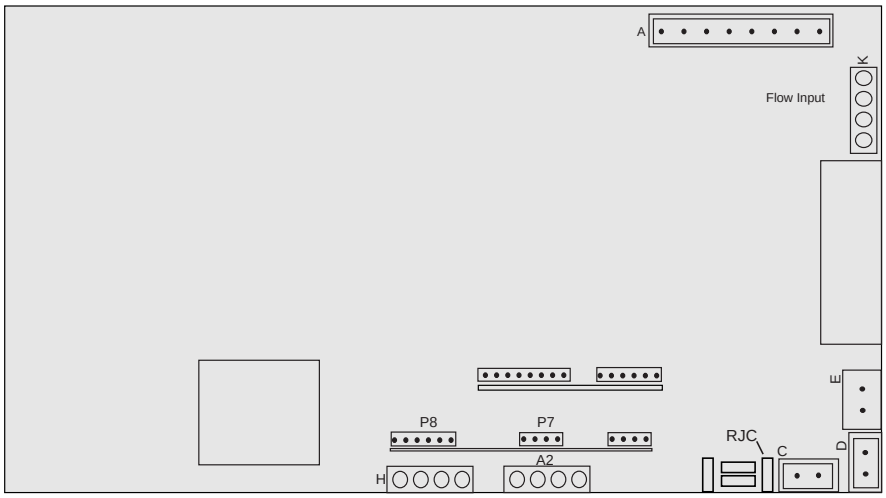

Figure-4
This is CAL 0. Place the RTD connector into slot D (see Figure-4).
5. Press the **UP** arrow key to go to CAL 2 (“2C”). Move the RTD connector from D to E (See Figure-4) and adjust the Input down to 99.114 ohms. Make sure the calibration value is within the acceptable range (See Table 1) and press the **ENTER** and **DOWN** arrow keys simultaneously to accept.
7. Press the **UP** arrow key to go to CAL 4 (“4C”). Place the millivolt connection into connector C (see Figure-4). Adjust your millivolt signal to 4.663 mV. Make sure the calibration value is within the acceptable range (see Table 1) and press the **ENTER** and **DOWN** arrow keys simultaneously to accept. Repeat this step for Cal 5 (“5C”), adjust the input for 73.953mV.
8. Press the **UP** arrow key to go to Cal 6 (“6C”). Place the wires for the remote setpoint input into the last 2 terminals of connector A2. See Figure-4. (+ to terminal 3 and - to terminal 4). Adjust your input to 1.224 mA. Make sure the calibration value is within the acceptable range (see Table 1) and press the **ENTER** and **DOWN** arrow keys simultaneously to accept.
12. Press the **UP** arrow key to go to CAL A ("AC"). Place load (1.5K ohm resistor) into terminals 1 and 3 of connector K, see Figure-4. Connect frequency generator and frequency counter across the load. Adjust the input to 50 Hz (41 Hz for 75 GPM). Make sure the calibration value is within the acceptable range (see Table 1) and press the **ENTER** and **DOWN** arrow keys simultaneously to accept.